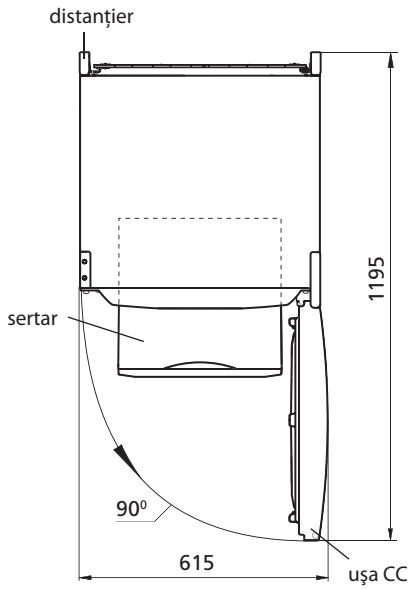

Figura 2 — Frigider (vedere de sus)
1.3 Spaţiul total necesar pentru funcţionarea frigiderului se determină de dimensiunile de gabarit,indicate în milimetri în figura 2. Pentru extragerea liberă a componentelor din frigider este necesar de deschis uşa la unghiul nu mai mic de 90^0.